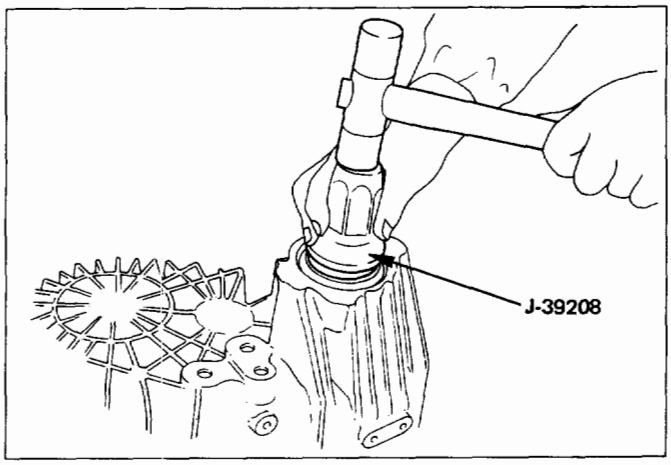

Fig. 7D-25
- Use the oil seal installer to install the rear oil seal to the transfer rear case (Fig. 7D-25).